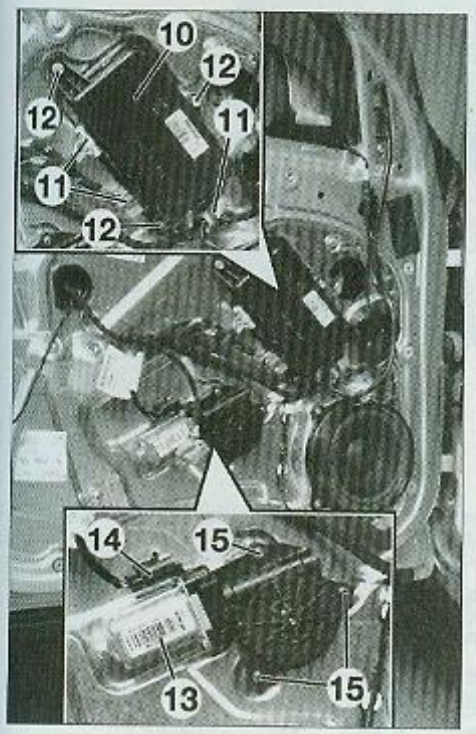

FIG. 47
• Déposer le calculateur (10) après avoir débranché les trois connecteurs (11) et déposé ses vis (12) **(Fig.47)**.